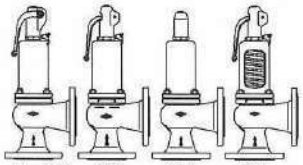

Fig. 921 922 923 924
- TÜV · SV · . . -811 · F **Fig. 921/923**